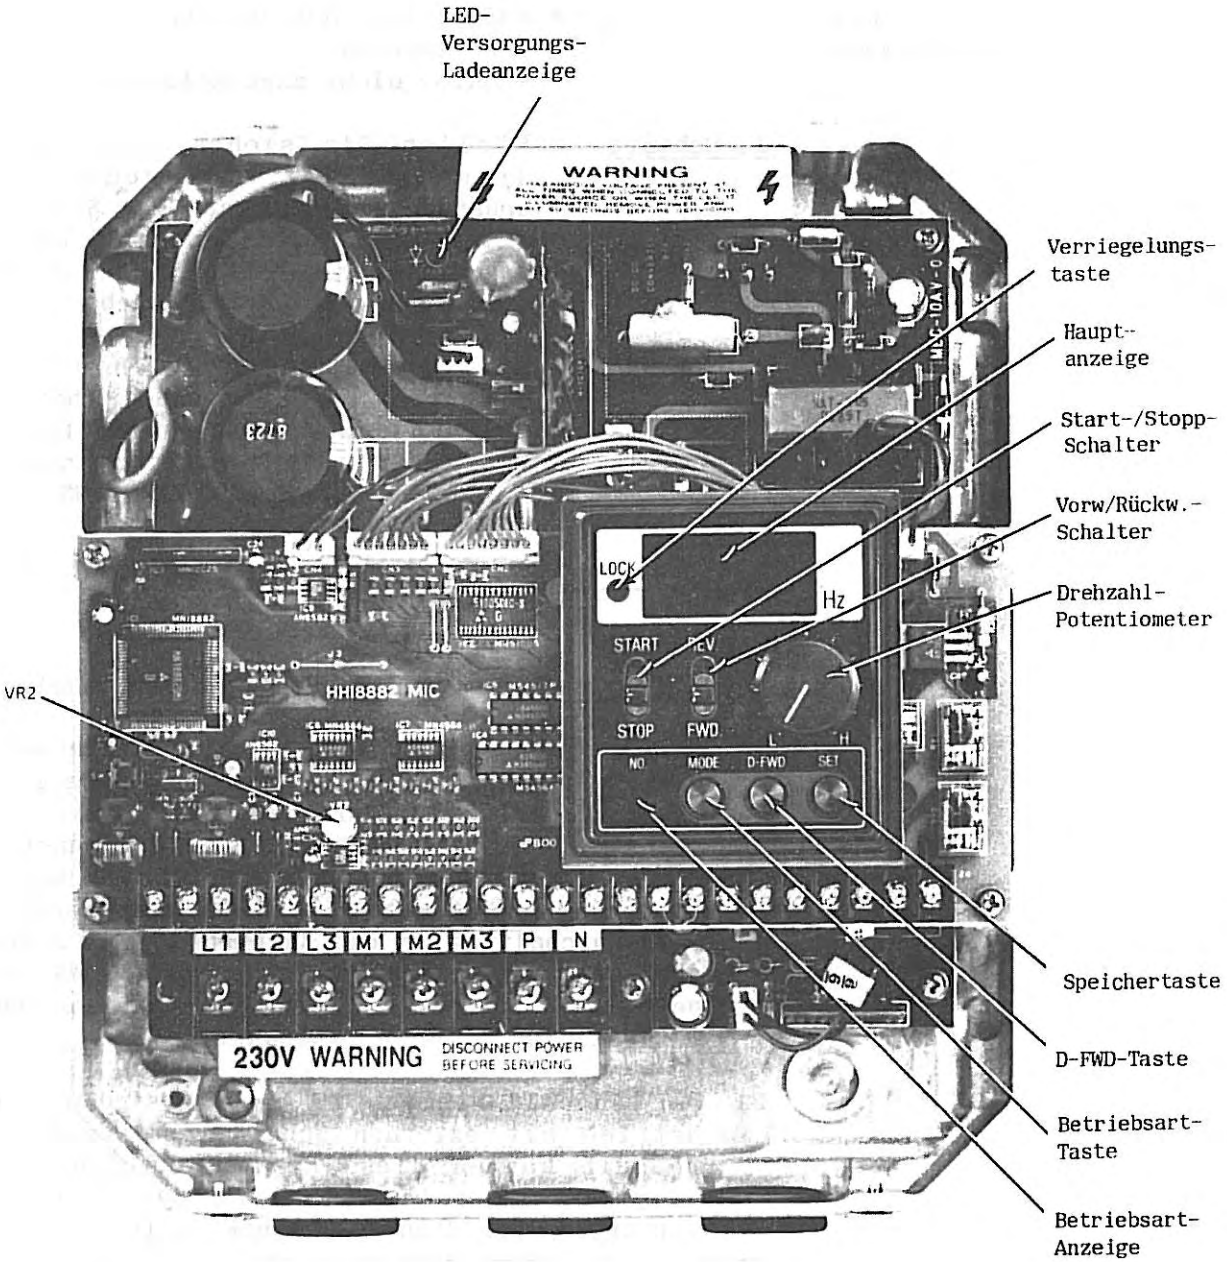

Abbildung 6.0 - Bedienelemente und Anzeigen der Bulletin 1333
Warten Sie nach dem Abschalten der Eingangsspannung mindestens eine Minute, bis sich der Versorgungsschaltkreis entladen hat, bevor Sie mit Wartungsarbeiten oder Fehlersuche beginnen. Eine in der Steuerung vorhandene Versorgungs-Ladeanzeige gibt Aufschluß darüber, ob Versorgungsspannung anliegt oder nicht. Diese kann mit einem Voltmeter zwischen den Klemmen **P** (+) und **N** (-) am Netzanschluß-Klemmenblock gemessen werden. Führen Sie keine Wartungsarbeiten durch, bevor die Ladeanzeige erloschen oder die Versorgungsspannung auf (0) gefallen ist. (In **Abb. 6.0** ist die LED-Ladeanzeige dargestellt.)
Entfernen Sie das Gehäuse der Steuerung erst nach Abschalten sämtlicher Spannungsquellen. Vergewissern Sie sich, daß der Wert der ankommenden Netzspannung und die Kabelverbindungen zum Motor der Beschreibung in **Abschnitt 4.3, Netzanschlußklemmen** - entsprechen. Stellen Sie sicher, daß alle Anschlüsse zur logischen Steuerung der Beschreibung in **Kapitel 3 - Installation** - entsprechen. In **Abb. 6.0** sind alle Schalter/Tasten, sowie die LED-Anzeigen für die Einstellung, die Inbetriebnahme und den weiteren Betrieb der Bulletin 1333 dargestellt.
Nehmen Sie den Abgleich mit der Justierschraube **VR2** in der Schalttafel vor (siehe **Abbildung 6.0).**